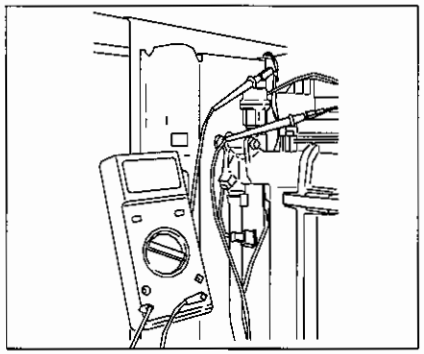

afb. 35 Ionisatiestroom meten
7.2.11 Ionisatiestroom meten (afb. 35)
- Haal de stekkerverbinding van de ionisatie-elektrode los en sluit het meetinstrument in serie aan (afb. 35).